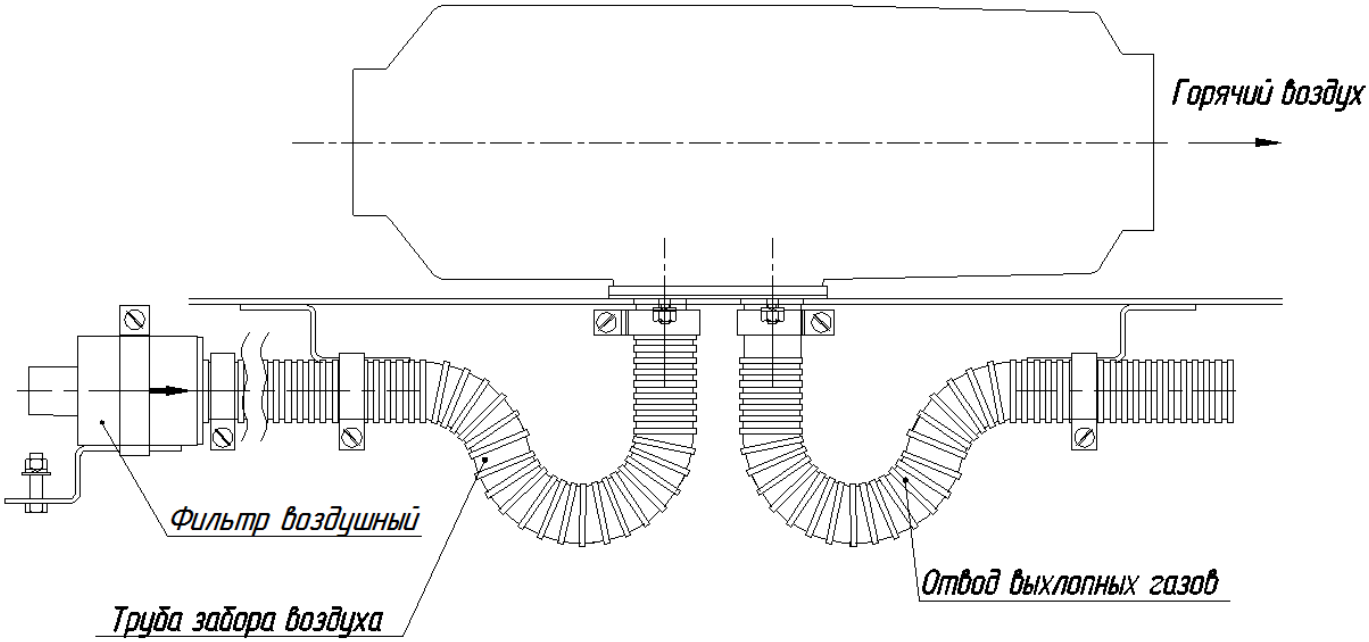

Рис.6 Монтаж заборной трубы и воздушного фильтра
5.2. Монтаж воздухозаборной трубы и воздушного фильтра (рис. 6)
Воздухозаборную трубу монтируют таким образом, чтобы исключить попадание снега и набегающего потока воздуха при движении автомобиля. Крепление воздухозаборной трубы производят с помощью червячных хомутов и кронштейнов. Количество крепежных точек определяется при монтаже. Наиболее распространенный вариант монтажа заборной и выхлопной трубы показан на рис.6 и 6а.
5.3. Монтаж выхлопной трубы и искрогасителя (рис. 6а).
Рис. 6а Монтаж выхлопной трубы и искрогасителя